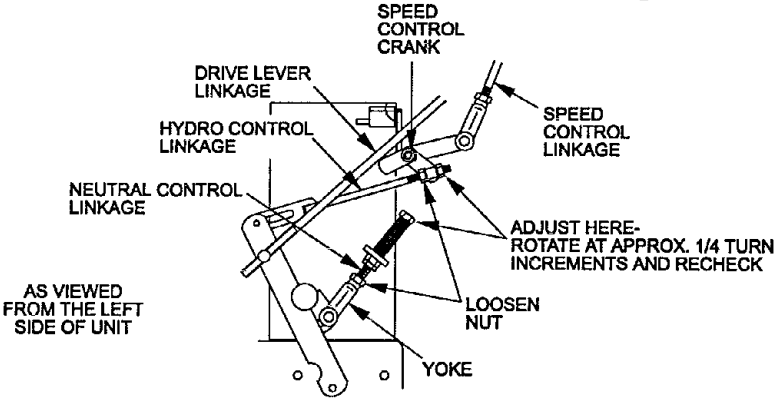

**FIG. 15**
1. Move the speed control lever (located on the console) to the full forward position and check the orientation of the tabs on the ends of the speed control crank fig. 15). These tabs should be pointing straight down at the 6 o'clock position or slightly forward. Adjust the threaded yoke at the bottom of the speed control link until the tabs are positioned correctly.
4. Loosen the nut against the neutral control linkage yoke as shown in Figure 15.
2. Loosen the front nut on **left** hydro control linkage as shown in Figure 15. Turn the rear control linkage adjusting nut counter-clockwise until wheel rotates forward. Turn the rear nut of left control linkage clockwise 1/4 of a turn at a time, stopping to move the speed control forward and back to neutral, until left wheel stops rotating forward.